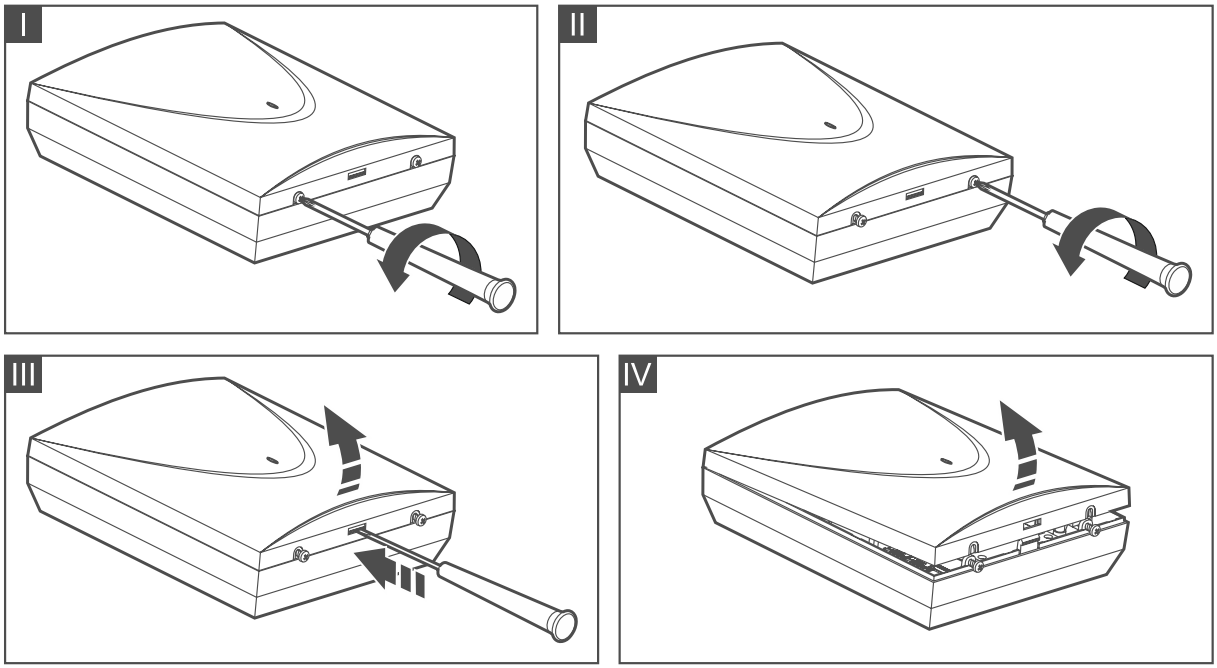

Abb. 12. Öffnen des Gehäuses OPU-2B.
1. Lösen Sie die Schrauben zur Sperrung des Deckels und nehmen Sie den Deckel des Gehäuses ab (Abb. 12).